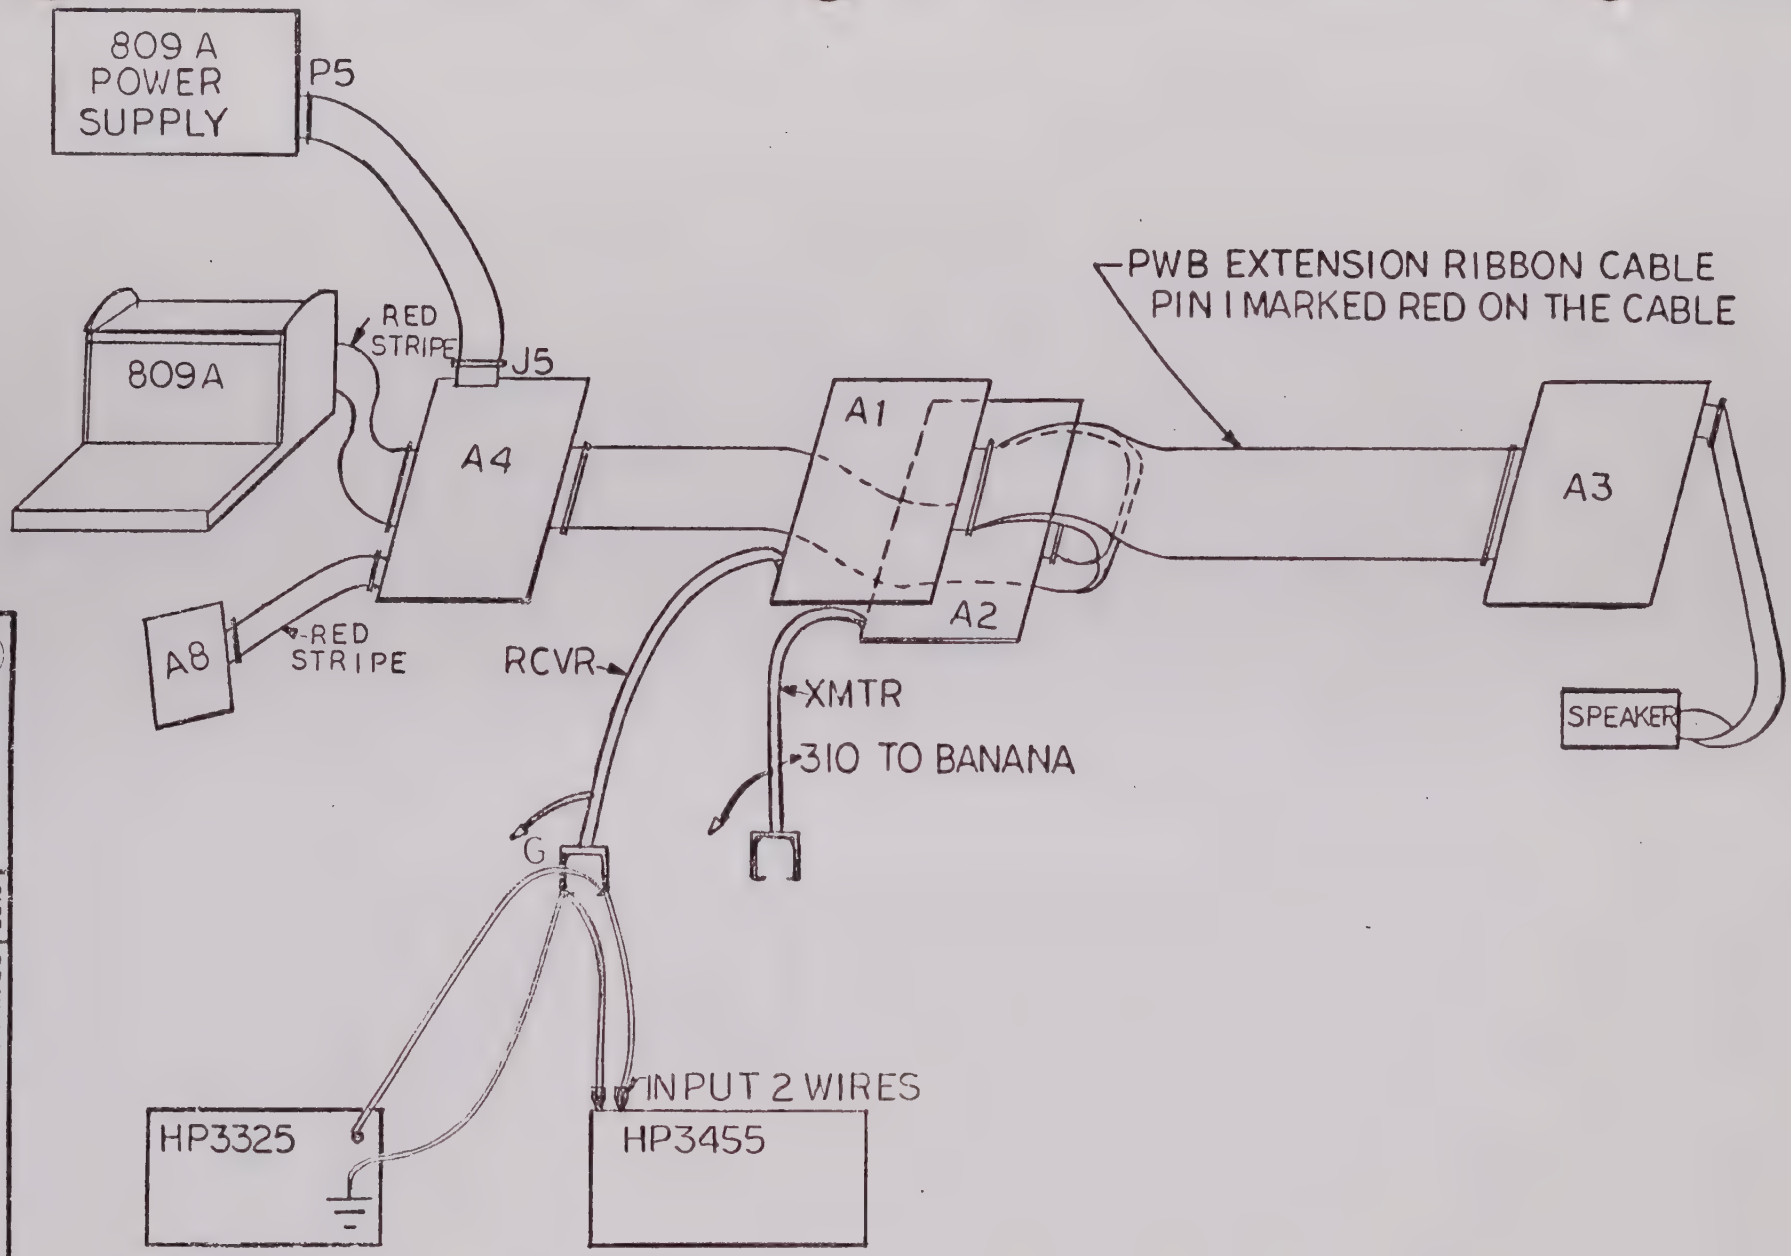

FIGURE 5-3
4.3.3.3 - REFER TO FIGURE 5.3, BUT DO NOT CONNECT THE HP3455.